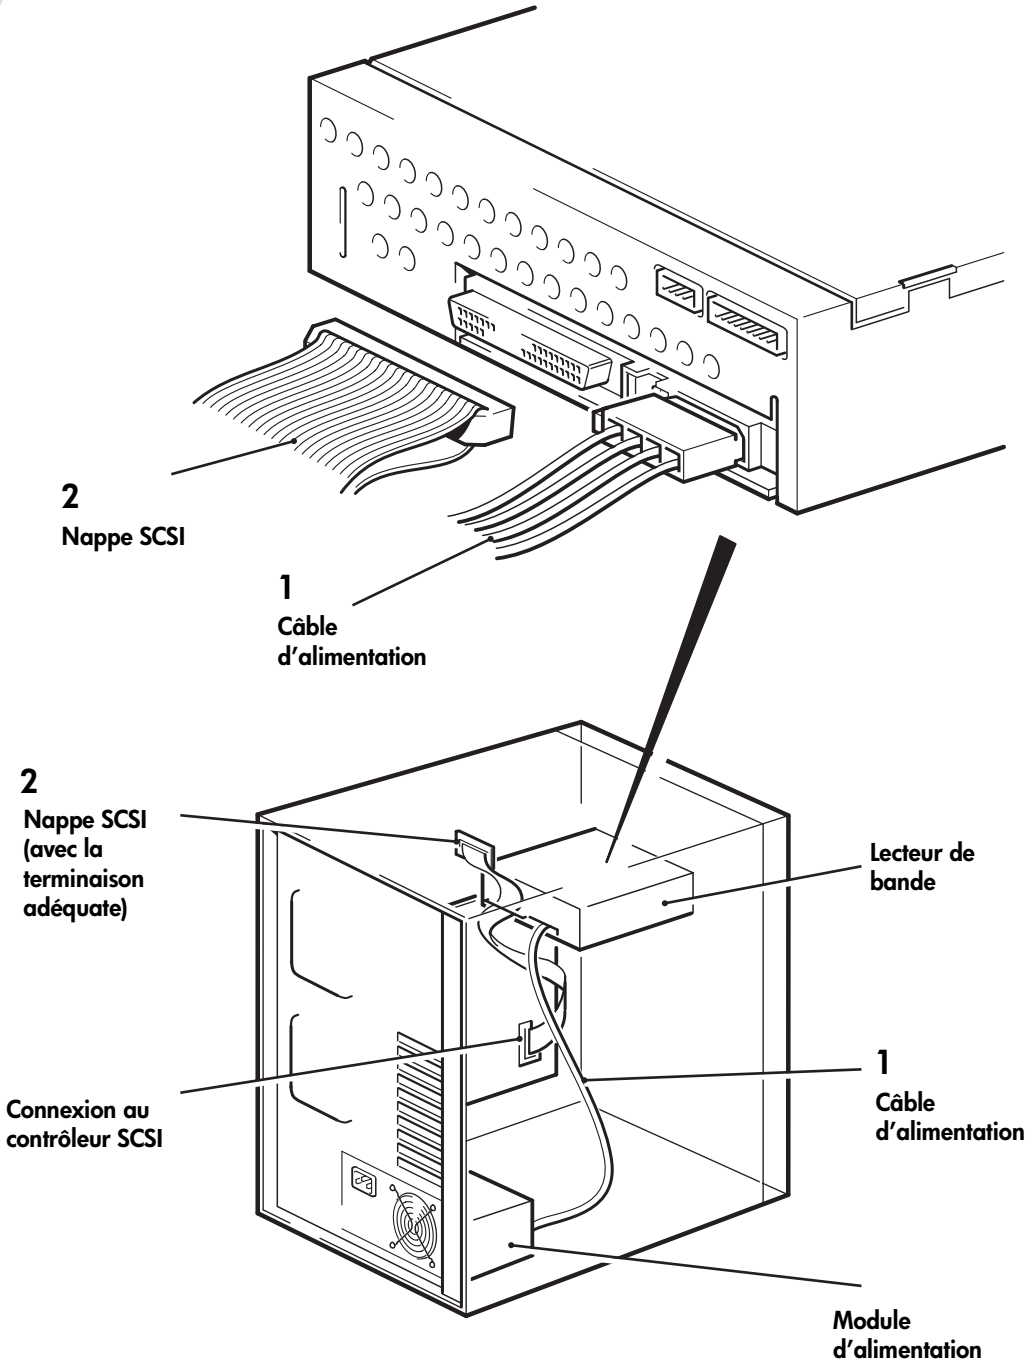

Figure 7 : Connexion du câble d'alimentation et du câble SCSI
1. Branchez un câble d'alimentation libre provenant de l'alimentation interne de l'ordinateur sur le connecteur d'alimentation, comme indiqué Figure 7 (point 1).
2. Branchez un connecteur disponible de l'ordinateur sur la nappe SCSI reliée à la carte système sur le connecteur SCSI du lecteur, comme indiqué Figure 7 (point 2).
Par conséquent, si l'adaptateur hôte est le premier périphérique du bus, vous devez vous assurer que la deuxième terminaison est placée après le dernier périphérique, comme indiqué Figure 7 (point 2).